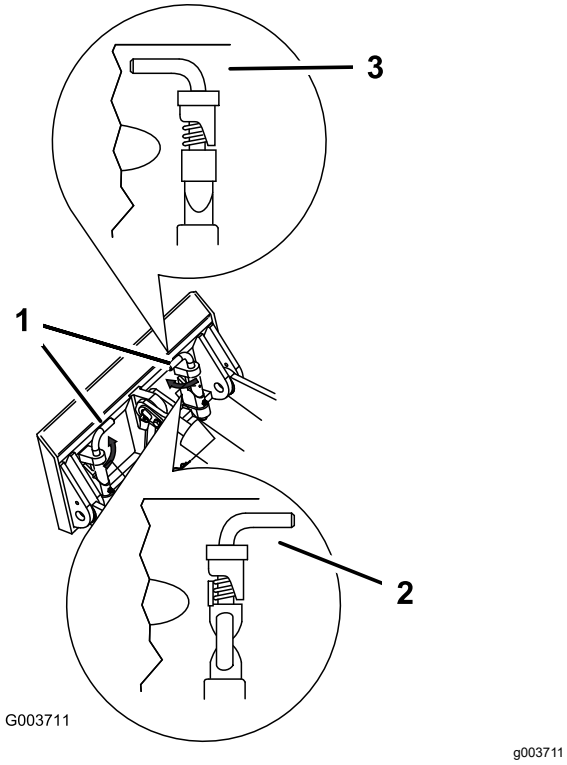

**Figura 25**
7. Acople los pasadores de enganche rápido, asegurándose de que están correctamente introducidos hasta el fondo en la placa de montaje (Figura 25).